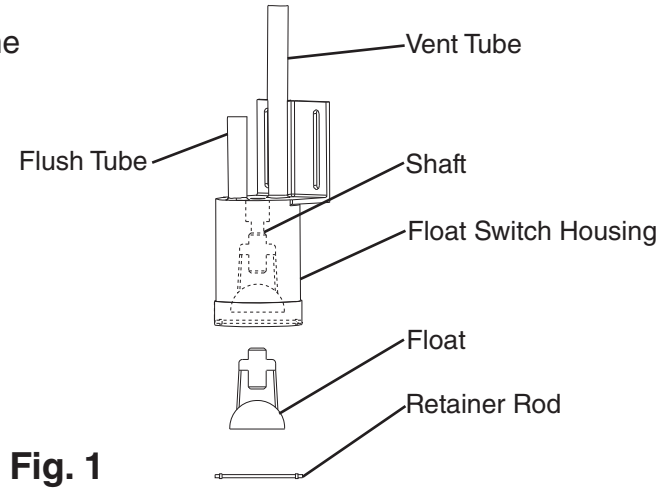

Fig. 1
7) Disconnect the vent tube and the flush tube from the top of FS housing, then remove FS assembly. Remove the rubber boot from the bottom of FS assembly. See Fig. 1.